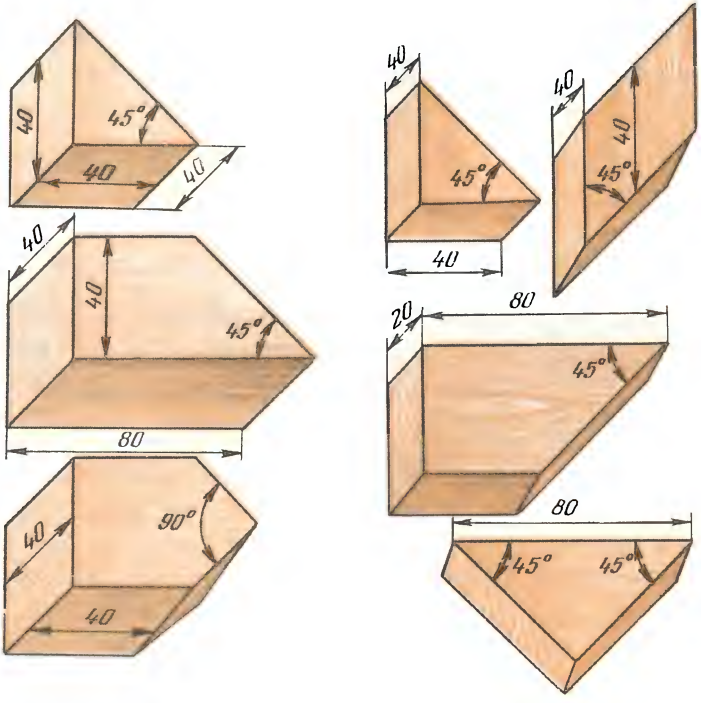

Рисунок 27. Детали из брусков квадратного и прямоугольного сечения.
2. Изготовьте детали строительного материала из брусков прямоугольного и квадратного сечения (рисунок 27).